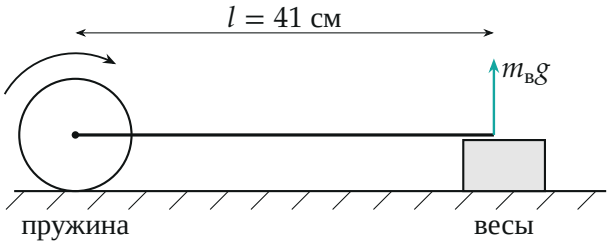

Рис. 5. Вид вдоль оси пружины: линейка прикреплена к витку и опирается краем на весы. Закрученная пружина давит линейкой на весы; $M = m_в g l$.
5. Момент при закручивании (рис. 5). Один виток скотчем крепим к концу линейки 40 см, пружину кладём боком на стол так, чтобы линейка была в вертикальной плоскости, а её свободный край лежал на весах; бруски по бокам в 2–3 мм не дают линейке упасть. Обнуляем весы и закручиваем свободный конец пружины на один оборот. Пружина поворачивает линейку вокруг оси пружины; весы давят на край линейки силой $m_в g$ на плече l. Правило моментов для линейки относительно оси пружины: